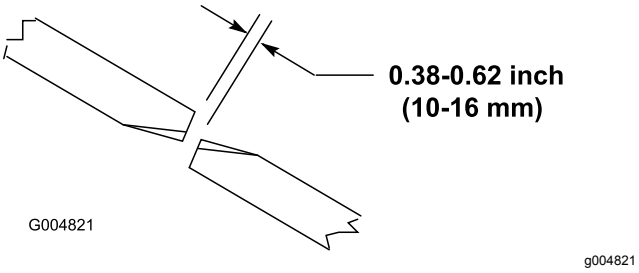

Figur 28
För att klippenheten ska fungera ordentligt måste det finnas ett spel på 10–16 mm mellan vingens spetsar och mittklippenhetens knivar (Figur 28).
2. Vrid en mittkniv och en intilliggande vingkniv så att deras knivspetsar befinner sig i linje. Mät avståndet mellan knivspetsarna. Det ska vara cirka 10–16 mm (Figur 28).